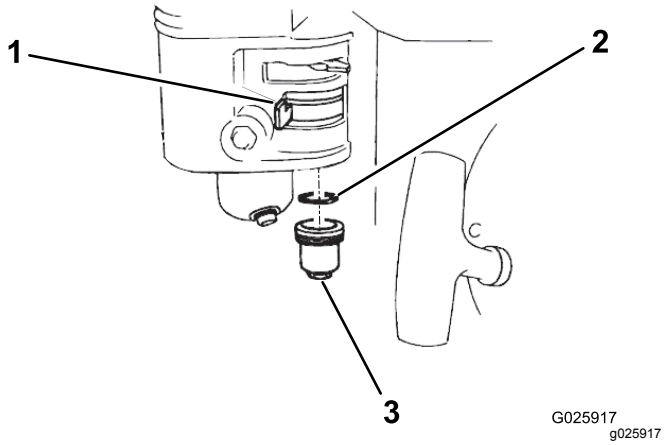

Figura 33
2. Mova a válvula de corte do combustível para a posição DESLIGAR (Figura 33).
3. Retire o copo de sedimentos e anel de retenção (Figura 33).
6. Coloque o anel de retenção na válvula de corte do combustível e instale o copo de sedimentos (Figura 33). Aperte bem o copo de sedimentos.